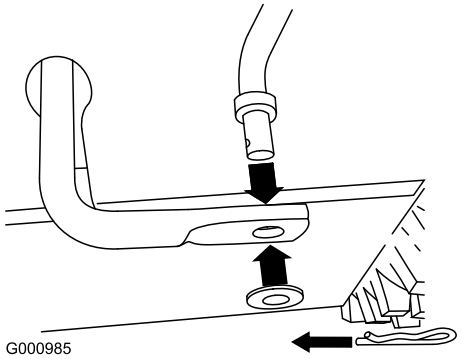

Рисунок 10
1. Выньте шплинт и снимите шайбу с нижнего конца штока управления скоростью, затем вставьте нижний конец штока в нижнее коромысло так, чтобы изогнутый конец штока управления скоростью был направлен назад (Рисунок 10).